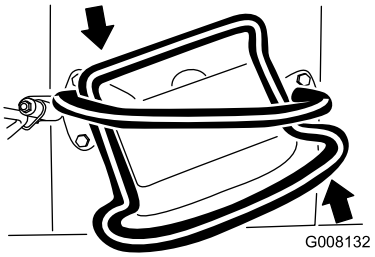

Figur 12
- Vrid drivreglaget moturs för att svänga åt vänster (Figur 12).